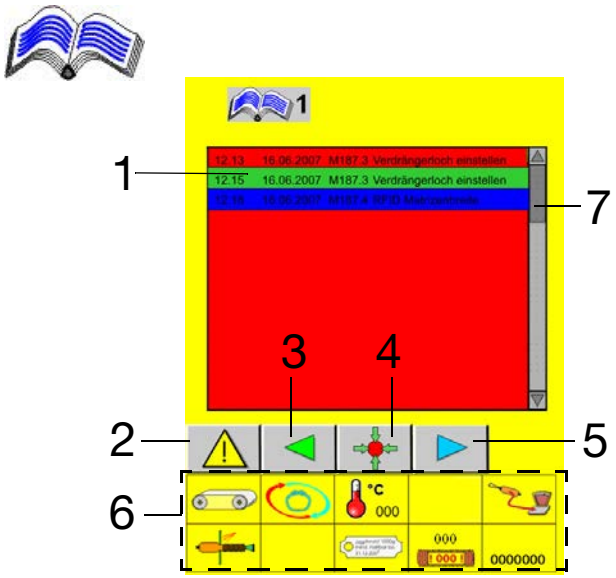

Fig. 4-14
- To display Alarm history 2, press the icon selection button (5, Fig. 4-14).